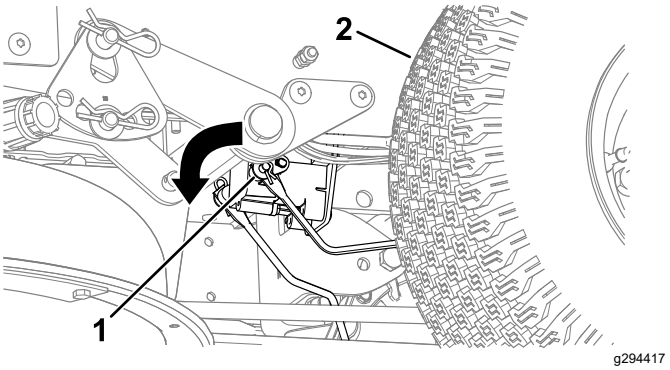

Figur 54
3. Finn akselen på den elektriske bremsen hvor bremseleddarmene er tilkoblet (Figur 54).